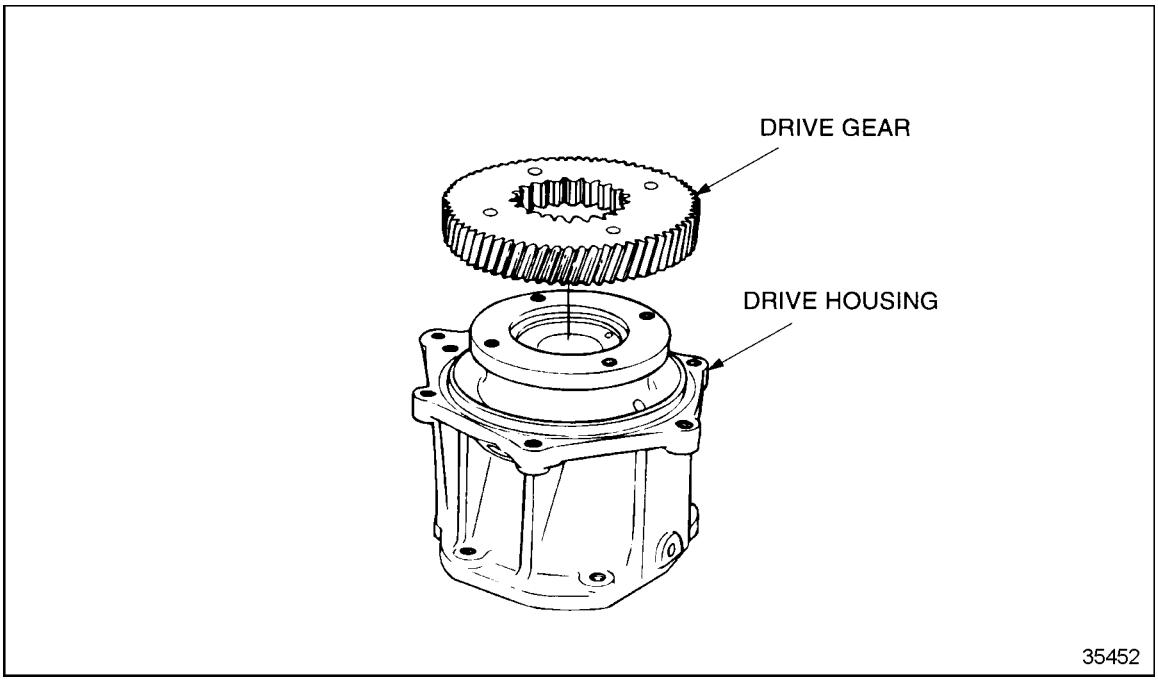

Figure 10-35 Air Compressor Drive Shaft Installation (Former Design)
19. Install the drive gear to the shaft. See Figure 10-35.